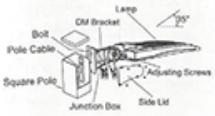

Figure 13
2. DIRECT MOUNTING (DM)
Step 1: Fix DM bracket to square pole with bolt, open the side lid of DM bracket, pull the wire into junction box, and connect the wire correctly. (Figure 13)
Notice: Adjustable angle is 0-35°(Figure 13).